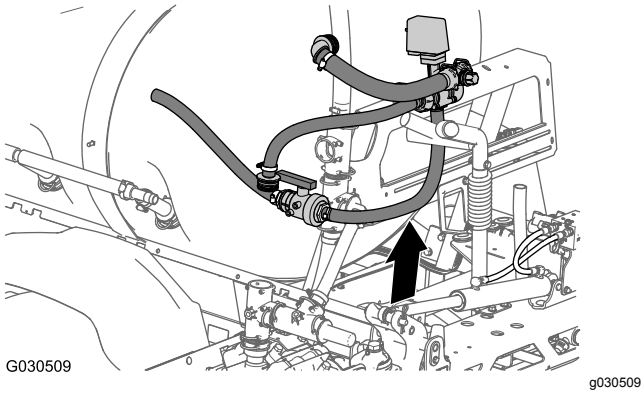

Figur 69
8. Fjern risteventilen (og omløpsventilen), kuleventilen og slangene som er festet til ventilene fra maskinen (Figur 69).